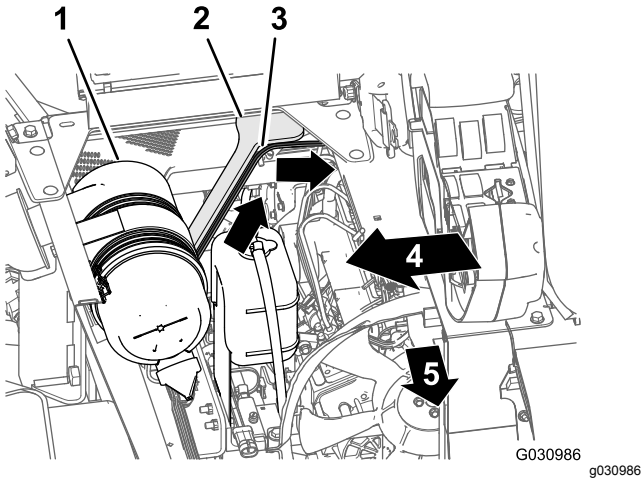

Figur 114
1. Dra den 108 cm långa kablagedelen uppåt och in i den bakre delen av motorrummet, längs motorhöljets högra stöd och framför kanalen som förbinder luftfiltret och motorn (Figur 114).